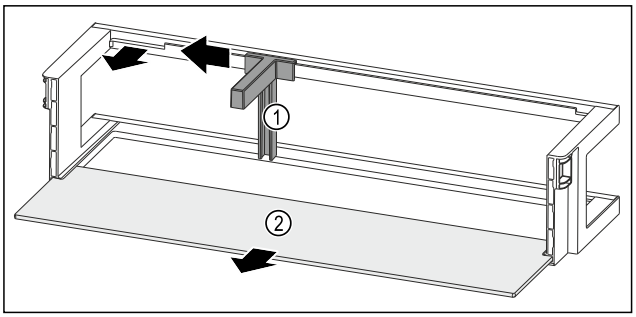

Fig. 211 Raft montat pe ușă cu suport pentru sticle și raft
▶ Împingeți în lateral suportul pentru sticle *Fig. 211 (1)* până la degajare.
▶ Extrageți suportul pentru sticle *Fig. 211 (1)*.
▶ Extrageți raftul *Fig. 211 (2)*.